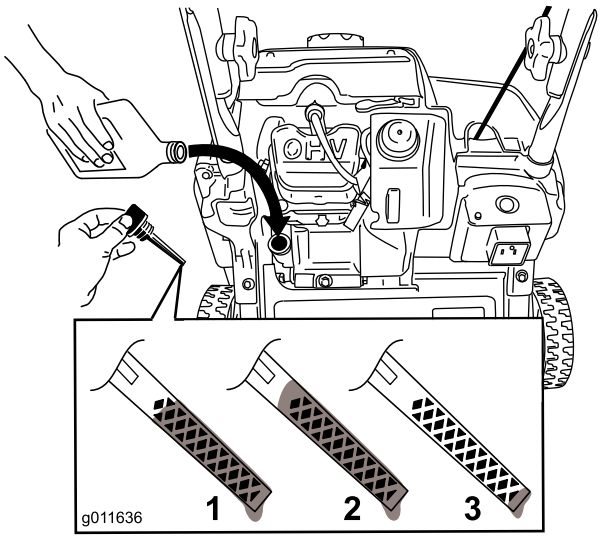

Figur 7
2. Rengjør rundt oljelokket (Figur 7).
Merk: For å avgjøre riktig oljenivå på peilestaven, se Figur 7.
Merk: Fyll motorveivhuset med olje til peilestaven viser at motoroljenivået er korrekt som vist i Figur 7. Hvis du fyller for mye olje på motoren, fjern den overflødige oljen som oppgitt i Skifte motorolje.